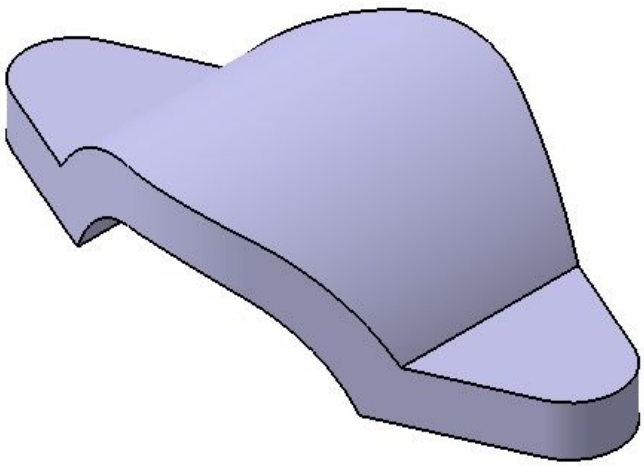

Figure 5-60 *Model after creating the second feature*
6. Select the **Up to last** option from the **Type** drop-down list and choose the **OK** button from the **Pad Definition** dialog box. The model after creating the second feature is shown in Figure 5-60.